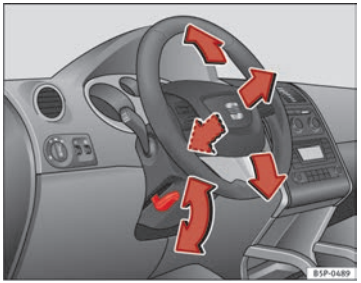

Fig. 133 Adjusting the steering wheel position
– Push the lever under the steering column ⇒ Fig. 133 down ⇒ ⚠.